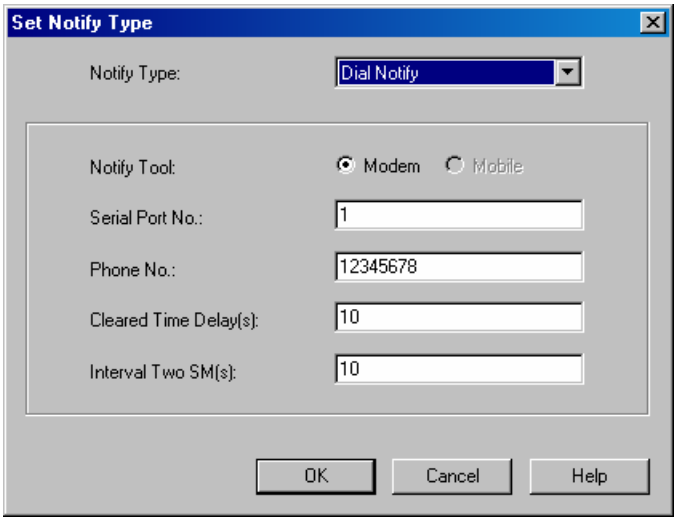

Figure 5-3 Set Notify Type dialog box
6) Click **Setting** to display the **Set Notify Type** dialog box as shown in Figure 5-3.